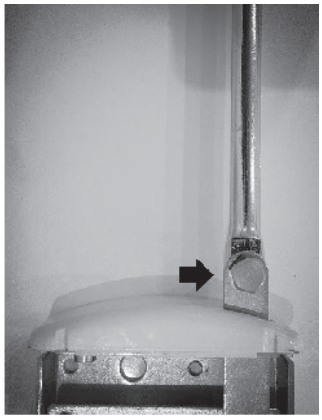

Abb.10
8. Obere Riegelstange (Länge: 1000mm) verschrauben (1x Sechskantschraube für Riegelstange). Länge der oberen Riegelstange an die Türblattlänge anpassen (Metallssäge, Metallfeile). Riegelstange mit Hilfe einer Wasserwaage vertikal ausrichten.(Abb.10)